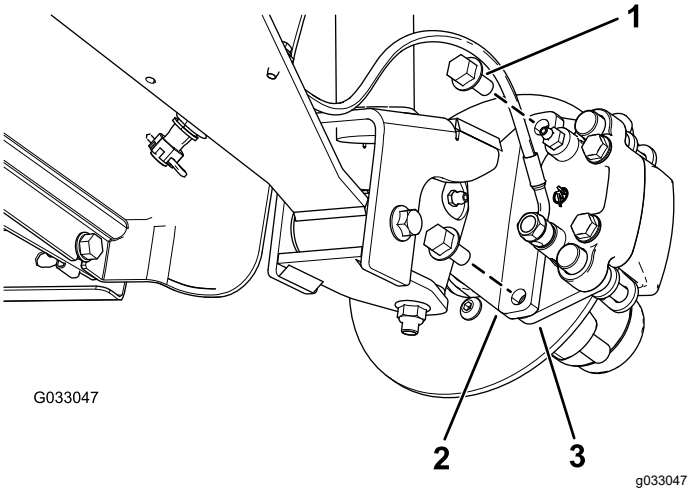
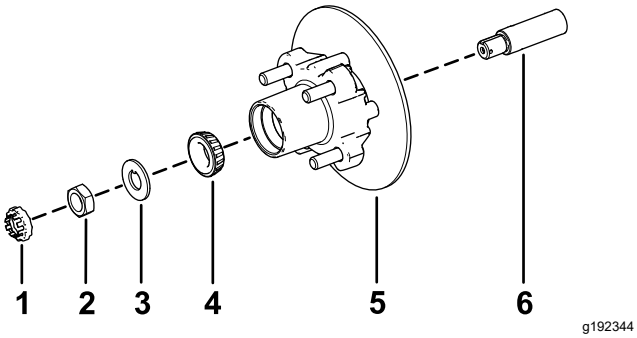

Figur 32
Figur 36
3. Fjern flangehovedboltene (⅜" x ¾"), der holder beslaget til bremsesamlingen fast på spindlen, og adskil bremsen fra spindlen (Figur 32).
1. Påfør et lille lag af det anførte smøremiddel på spindlen (Figur 36).
2. Monter nav og rotor på spindlen med rotoren indvendigt (Figur 36).
3. Monter det udvendige leje på spindlen og sæt lejet på plads i relation til den udvendige lejeløbering (Figur 36).
4. Monter tapskiven på spindlen (Figur 36).
5. Skru spindelmøtrikken på spindlen, og tilspænd møtrikken med et moment på 15 Nm, mens navet roteres, så lejet indstilles (Figur 36).
2. Ret bremseklodserne ind på hver side af rotoren (Figur 32), og ret hullerne i kaliberbeslaget ind efter hullerne i bremsemonteringen på spindelrammen (Figur 36).
3. Fastgør kaliberbeslaget til spindelrammen (Figur 32) ved hjælp af de 2 flangehovedbolte (⅜" x ¾").